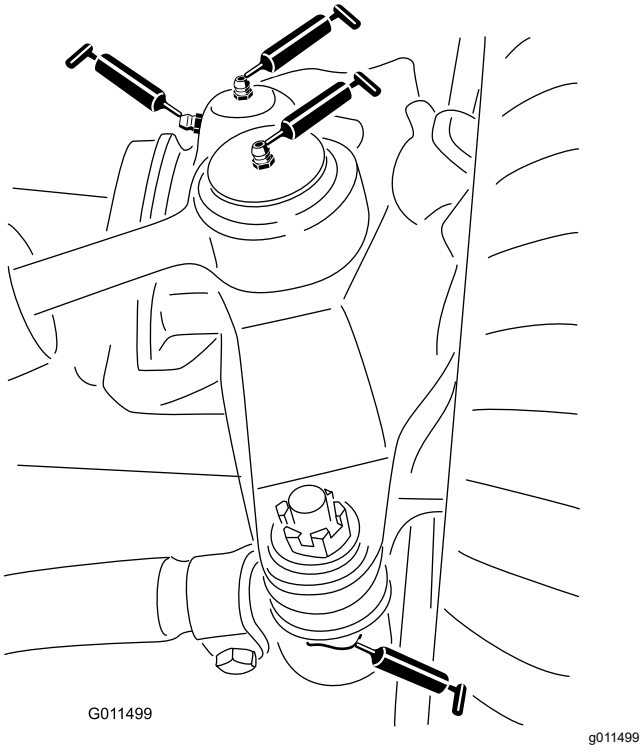

Figur 79
- 2 kulleder för styrcylindern (Figur 79)
- 2 kulleder för dragstången (Figur 79)
- Två spindelbultsbussningar (Figur 79).